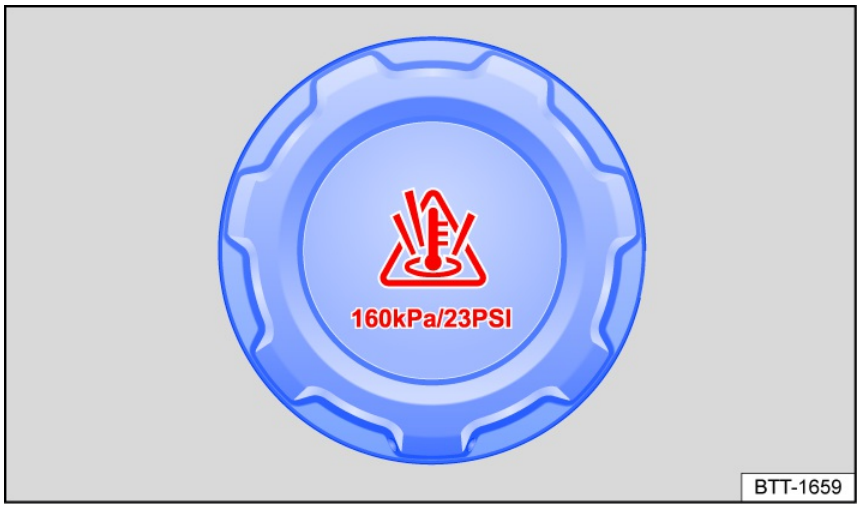

Fig. 142 In the engine compartment: cap on the engine coolant expansion tank.
4. The coolant expansion tank is identified with the red symbol on the cap *fig. 142*.